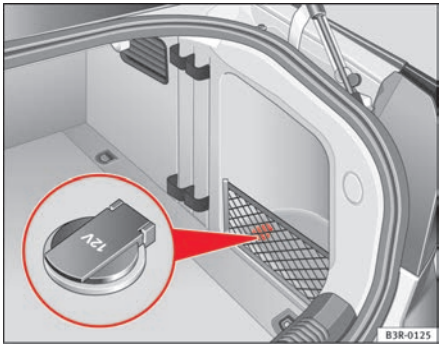

Fig. 128 Detailed view of the side trim in the luggage compartment: 12-volt socket
– Lift the socket cover ⇒ fig. 128.